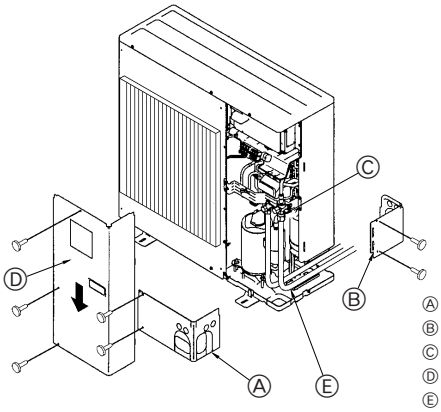

Fig. 4-3
① Remova a cápsula, puxe a alavanca na sua direcção e gire 1/4 de volta no sentido contrário aos ponteiros do relógio para abrir.
② Certifique-se de que a válvula de paragem esteja completamente aberta, empurre a alavanca e gire a cápsula de volta à sua posição original.
4.3. Tubagem de refrigerante (Fig. 4-3)